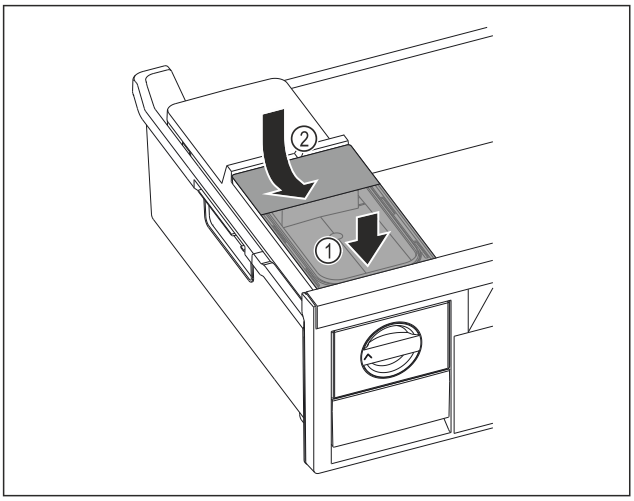

Fig. 99
▶ Position the water tank at the front. *Fig. 99 (1)*
▶ Lower the water tank at the rear. *Fig. 99 (2)*